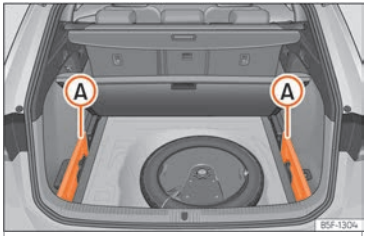

Fig. 127 En el maletero: alojamiento para guardar la bandeja enrollable.
- Extraiga las tapas izquierda y derecha ››› fig. 127 (A).